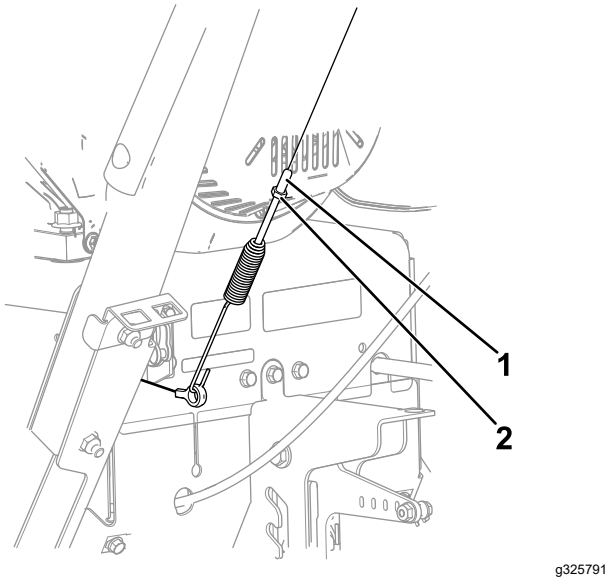

Figure 29
1. Desserrez l'écrou de blocage (Figure 29).